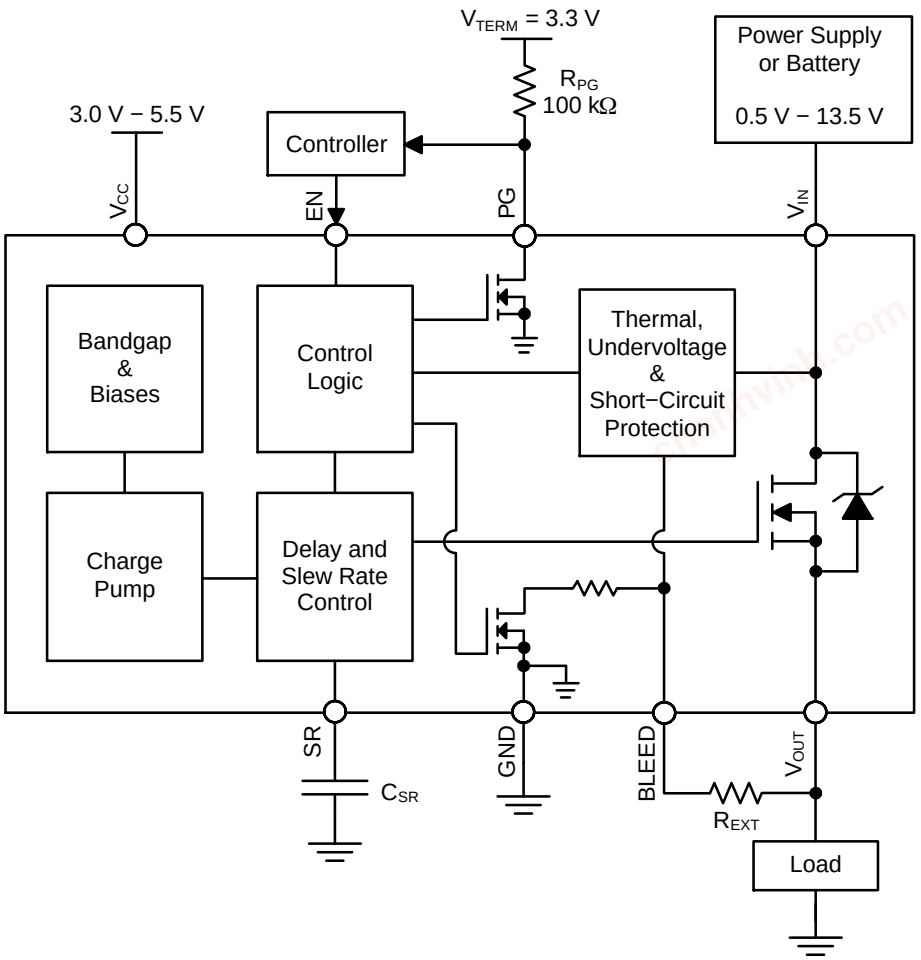
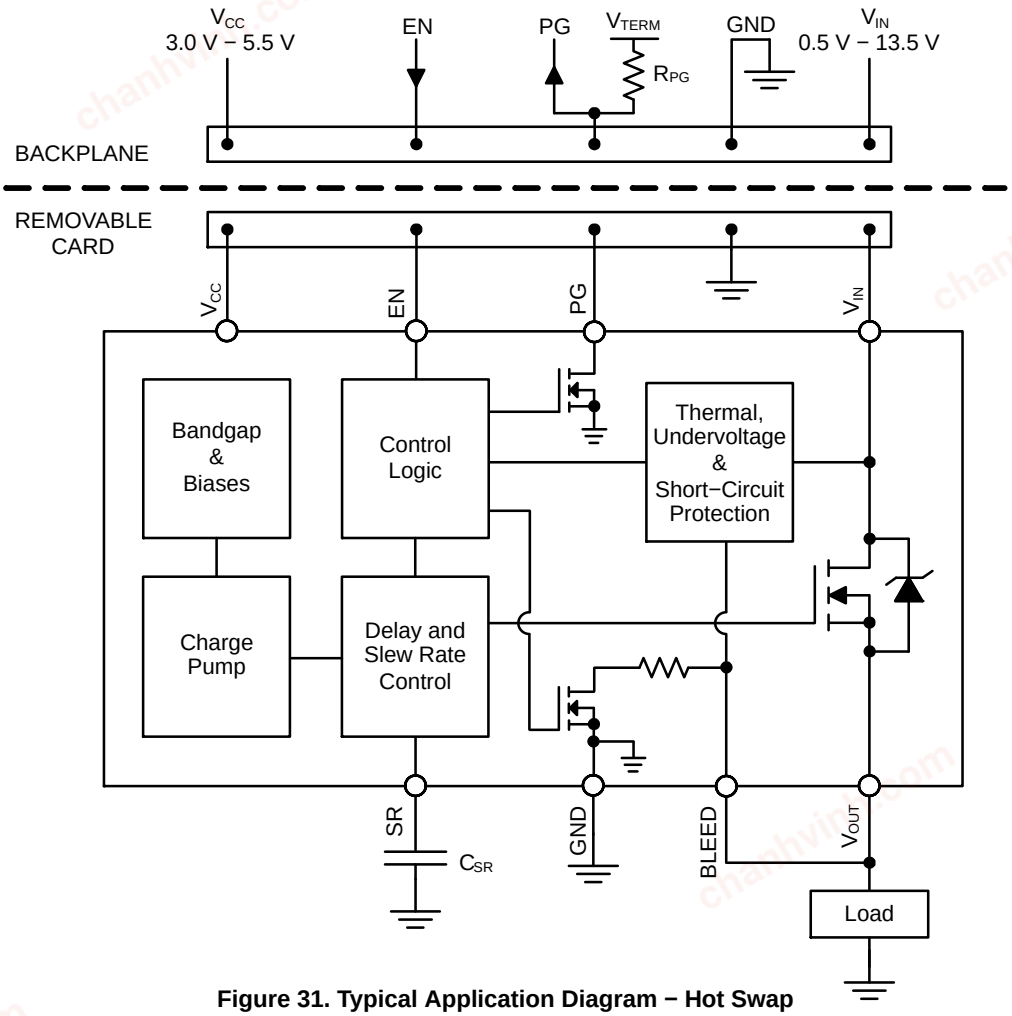

Figure 30. Typical Application Diagram − Load Switch
Figure 31. Typical Application Diagram − Hot Swap
It is required that the BLEED pin be connected to V_{OUT} either directly (as shown in Figure 31) or through an external resistor, R_{EXT} (as shown in Figure 30). R_{EXT} should not exceed 1 kΩ and can be used to increase the total bleed resistance.
The NCP45560 devices have a power good output (PG) that can be used to indicate when the gate of the MOSFET is fully charged. The PG pin is an active−high, open−drain output that requires an external pull up resistor, R_{PG}, greater than or equal to 1 kΩ to an external voltage source, V_{TERM}, compatible with input levels of other devices connected to this pin (as shown in Figures 30 and 31).
The slew rate can be decreased with an external capacitor added between the SR pin and ground (as shown in Figures 30 and 31). With an external capacitor present, the slew rate can be determined by the following equation:
Once active, the circuitry monitors the difference in the voltage on the V_{IN} pin and the voltage on the BLEED pin. In order for the V_{OUT} voltage to be monitored through the BLEED pin, it is required that the BLEED pin be connected to V_{OUT} either directly (as shown in Figure 31) or through a resistor, R_{EXT} (as shown in Figure 30), which should not exceed 1 kΩ. With the BLEED pin connected to V_{OUT}, the short−circuit protection is able to monitor the voltage drop across the MOSFET.